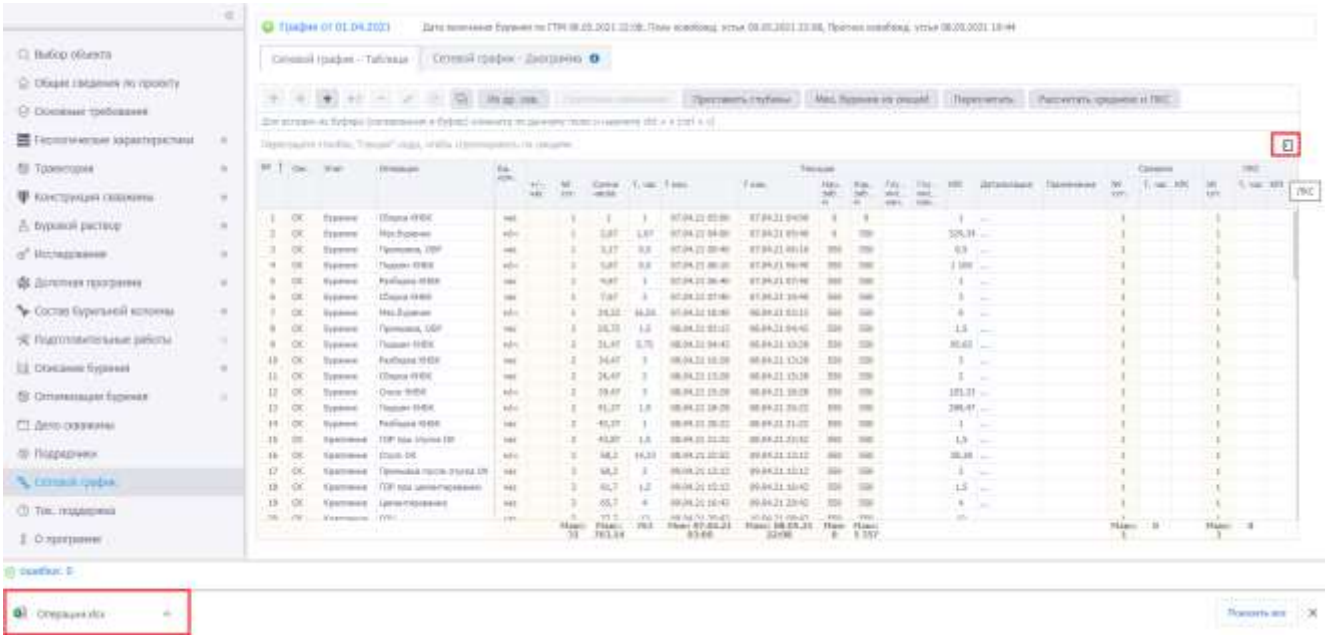

Рис. 3.266
- экспорт сетевого графика. При нажатии на кнопку в открывающемся списке выбирается - экспортировать всё или экспортировать выбранные строки. Сетевой график будет экспортирован в формате *xls (рис. 3.266).